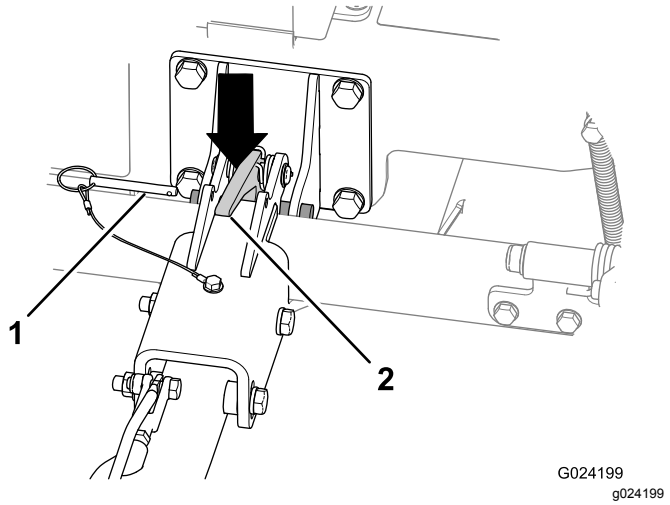

Figur 27
A. Fjern låsestiften (Figur 27).
C. Trykk ned på koblingslåsen for å låse opp (Figur 27).